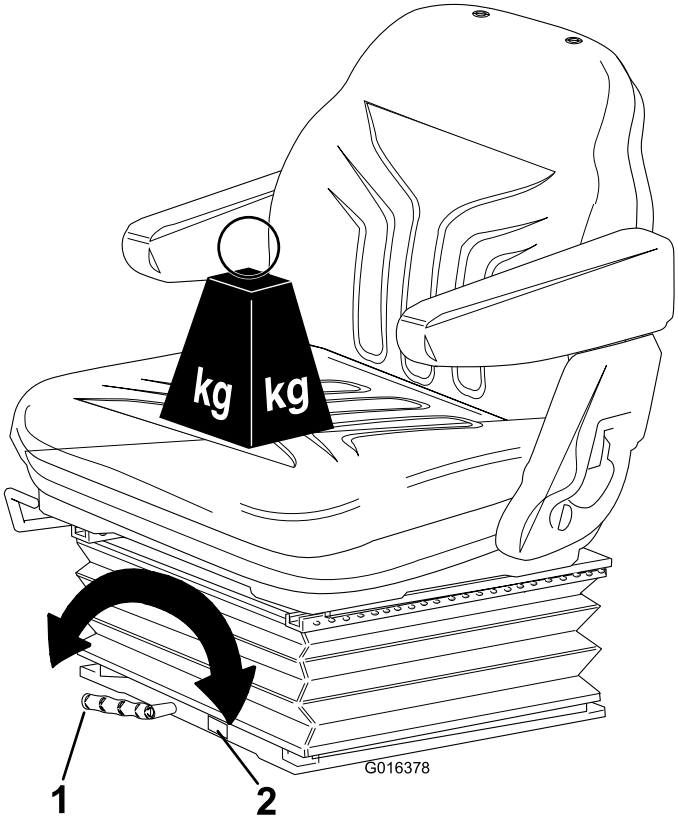

Rysunek 12
- **Ustawianie masy ciała operatora:** Obracaj uchwyt zgodnie z ruchem wskazówek zegara, aby zwiększyć sztywność zawieszenia i w kierunku przeciwnym, aby ją zmniejszyć. Tarcza wskazuje optymalne ustawienie zawieszenia dla danej masy ciała operatora (kg), patrz Rysunek 12.